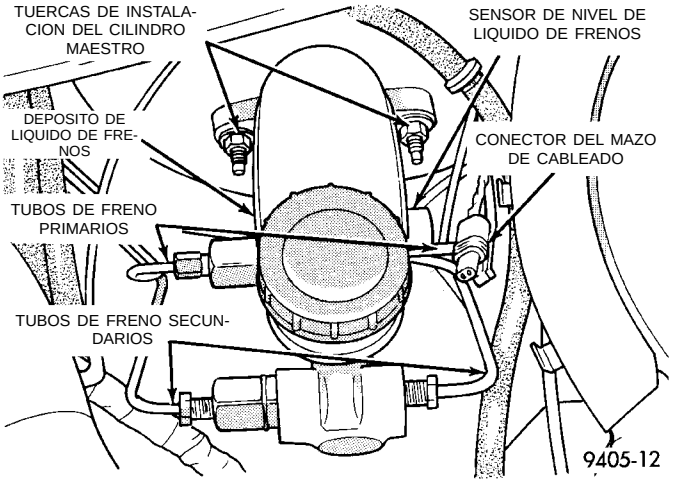
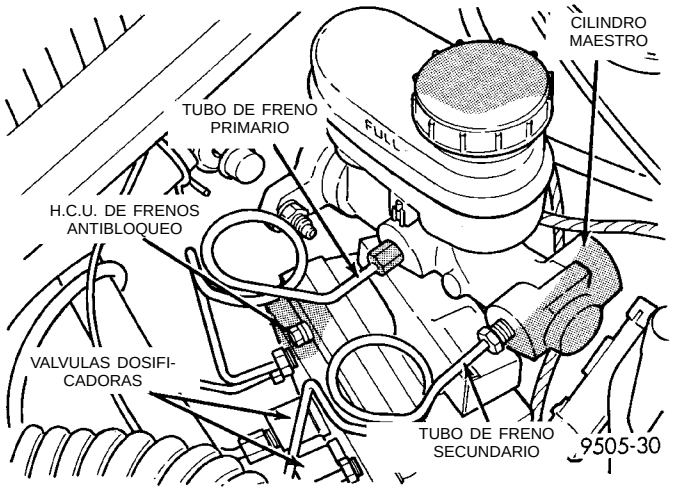
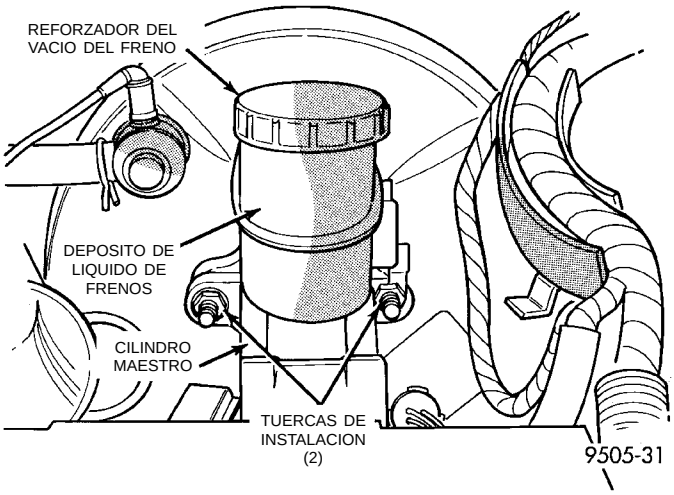

Fig. 102 Tubos de freno primarios y secundarios sin frenos ABS
Fig. 103 Tubos de freno primarios y secundarios con frenos ABS
Fig. 104 Instalación del cilindro maestro en el reforzador del vacío
(3) Desconecte los tubos de freno primarios y secundarios del cilindro maestro (Fig. 102) y (Fig. 103). Instale tapones en todas las salidas abiertas de los tubos de freno en el conjunto del cilindro maestro.
(4) En los vehículos que tienen instalado el sistema ABS, limpie la zona donde el cilindro maestro está conectado al reforzador con un limpiador de frenos apropiado, como el Limpiador de piezas del freno Mopar o un equivalente.
(5) Retire las 2 tuercas (Fig. 104) que fijan la cubierta del cilindro maestro al reforzador del vacío del servofreno.
(6) Retire el conjunto del cilindro maestro del reforzador del vacío del servofreno.
(3) Coloque el cilindro maestro sobre los pernos espárrago de la unidad del servofreno, alineando el vástago de pistón en el reforzador del vacío del servofreno con el vástago de pistón del cilindro maestro.
(4) Instale las 2 tuercas de instalación del cilindro maestro en la unidad del servofreno (Fig. 104) y
(5) Conecte los tubos de freno a los orificios primarios y secundarios del cilindro maestro (Fig. 102) y (Fig. 103). Apriete todas las tuercas de tubos con una torsión de 17 N·m (145 libras pulgada).